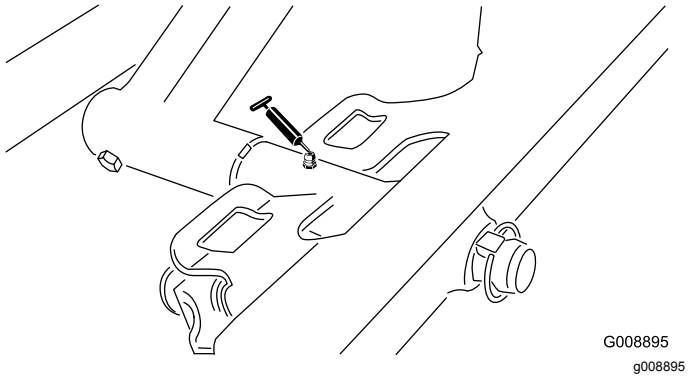

Figur 35
- Främre klippenhetens svängtapp (Figur 35)